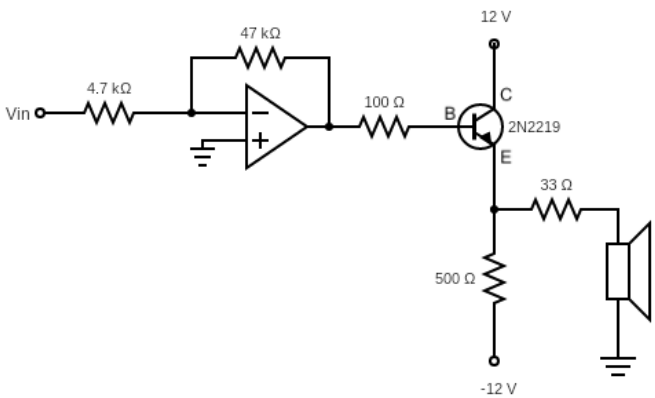
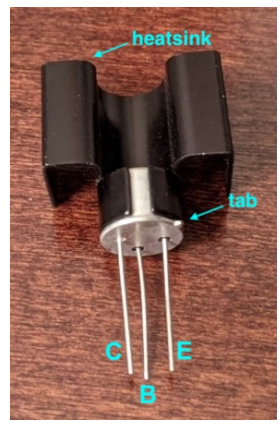

FIGURE 11. Emitter-follower circuit diagram. Note BJT pin-out!
FIGURE 12. Heatsink-equipped BJT.
Problem L9.3 - Bipolar Emitter Follower. The maximum output current delivered to the speaker can be increased by using the op amp to drive a bipolar transistor follower (Fig. 11). Be careful to install the 2N2219 transistor; check the part number! Many electronics components have the same packaging. In circuits like this where large currents can be delivered to loads, the transistors can dissipate significant heat. Installing one of the supplied heatsinks on the 2N2219 transistor, as shown in Fig. 12, will help keep it from burning out. The speaker will burn out if driven with a current above 350 mA (or equivalently, the peak power goes above 2 W). However, before that happens, the 200 mA average current for the ±12 V power supplies will be exceeded. Therefore, any circuit we design should not draw more than 200 mA average current from the supplies. We include the 33 Ω series resistor (ie, the resistor between the BJT emitter and the speaker) to limit the current that can be drawn from the power supplies.
(a) Assuming that the maximum voltage output from the transistor is +10 V, **calculate the minimum series resistor** to guarantee that the peak current draw is less than 200 mA. Again, this refers to the series resistor between the BJT emitter and the speaker (shown in Fig. 11 as the 33 Ω resistor). We are being very conservative in limiting the peak, rather than average, current to 200 mA; we could use a slightly smaller resistor if we wish. What is the **RMS power dissipation** across this minimum value series resistor?[8] What is the **minimum** number of resistors we need to safely dissipate this power? **Show** that a 33 Ω resistor created from the parallel combination of three 100 Ω resistors roughly satisfies the conditions of (1) not exceeding the supply maximum current and (2) not dissipating too much power in the series resistors.
(b) **Build** the circuit in Fig. 11. Remember to use three 100 Ω resistors in parallel to construct the 33 Ω series resistor. Use the oscilloscope to **observe** how the output of the 2N2219 transistor emitter **differs** from the output of the op amp as the amplitude of a 440 Hz input sine wave is varied from 0.01 V to 1 V. **Measure** the DC offset of the 2N2219 emitter from the op amp output. Explain this in terms of the operation of the BJT transistor. Pick an input amplitude where the output is **significantly** distorted and **capture** a trace of the output. **Explain** the origin of any distortions.
Problem L9.4 - Push-pull Driver. We can improve the output stage of the emitter follower in Fig. 11 by using a "push-pull" output stage instead, as shown in Fig. 13a. It uses a combination of NPN (2N2219) and PNP (2N2905) transistors to be able to source and sink current over a broad range of output voltages. It is efficient and does not draw a significant amount of current when the input signal is small.